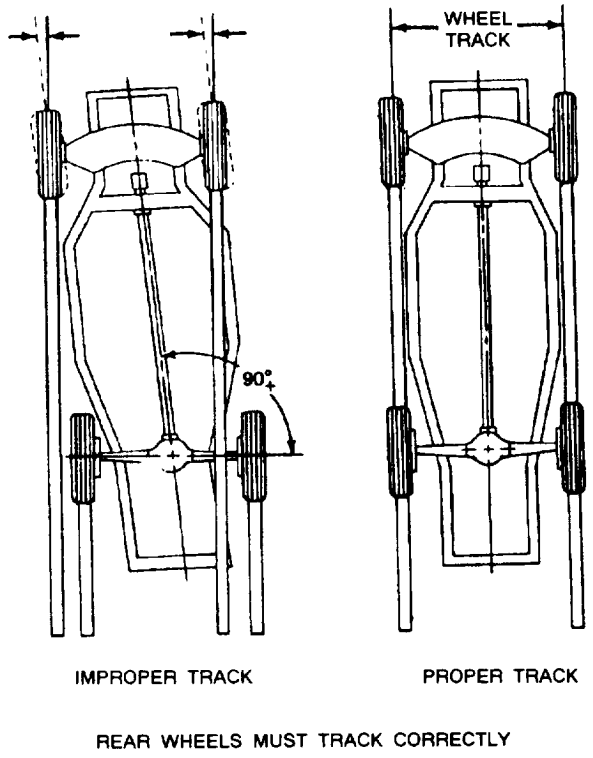

Figure 12-7.—Rear wheels must track correctly.
6. **TRACKING.** Tracking (fig. 12-7) is the ability of the vehicle to maintain a right angle between the center line of the vehicle and both the front and rear axles or spindles. (The rear wheels should follow the front wheels.) If this angle is off, the vehicle will appear to be going sideways down a straight road. This problem could be caused by shifted or broken leaf springs or a bent or broken rear axle mount, bent frame, bent steering linkage, or misadjusted front-end alignment.